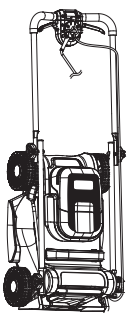

Rys. 21
- Na czas przechowywania ustawić kosiarkę płasko lub pionowo (rys. 21).